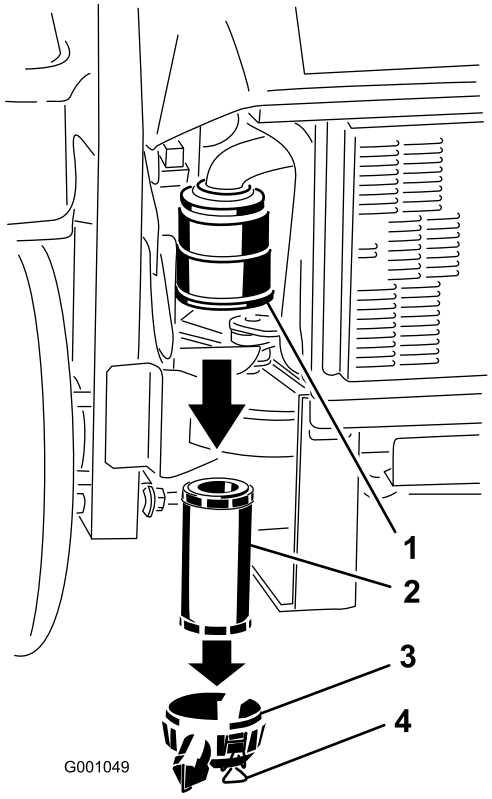

**Figuur 27**
3. Maak de sluitingen op het luchtfilter los en trek het luchtfilterdeksel van het luchtfilterhuis (Figuur 27).
5. Schuif het filter voorzichtig uit het luchtfilterhuis (Figuur 27). Zorg ervoor dat u niet met het filter tegen de zijkant van het luchtfilterhuis stoot.